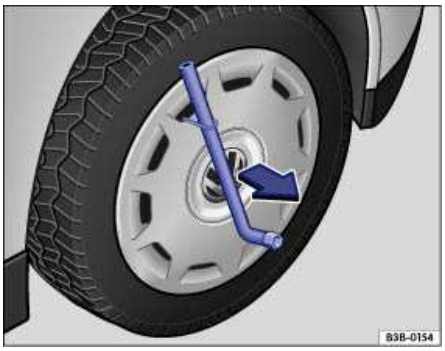

Fig. 173 Pulling the wheel cover off.
- Slide the lug wrench through the clip ⇒fig. 173 and pull the wheel cover off in the direction of the arrow.